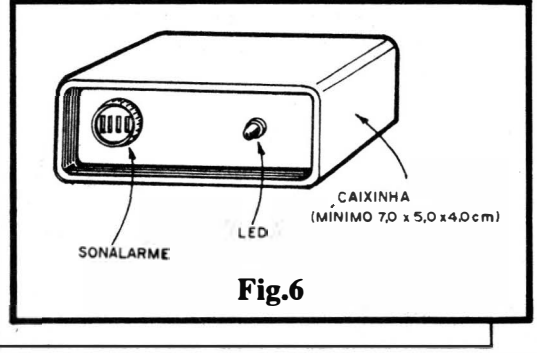

Fig.6
- **FIG. 6** - UMA CAIXINHA "JEITOSA" PARA A **AMU** - Se o Leitor/Hobbysta optar pelo uso dos alarmes sonoro e visual ("Sonalarme" e LED...), uma acomodação como sugerimos na figura dará ótimo resultado estético e prático, de modo que o **container** possa ser fixado sob (ou **no**...) painel do veículo, em ponto onde a visualização do LED seja fácil, pelo motorista... Aproveitamos para reafirmar que, quem deseja **economizar** "algum", poderá até optar pelo "aviso" **apenas** luminoso, usando então o LED, mas **não** colocando, no circuito (nem, obviamente, no painel final da AMU...). o sinalizador piezo... Também redundará em economia (embora em menor escala...) a utilização apenas do alarme sonoro, caso em que o LED não precisará ser adquirido, e também não deverá ser colocado na placa daquele resistor de 470R posicionado logo acima do capacitor de 1u (rever fig. 3...).